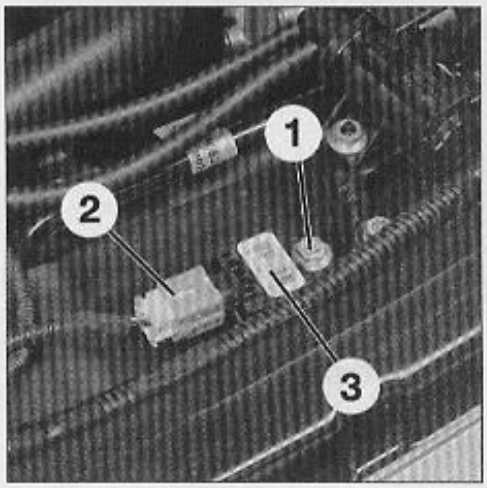

FIG. 26
• Déposer la vis de fixation (1) du capteur (Fig.26).